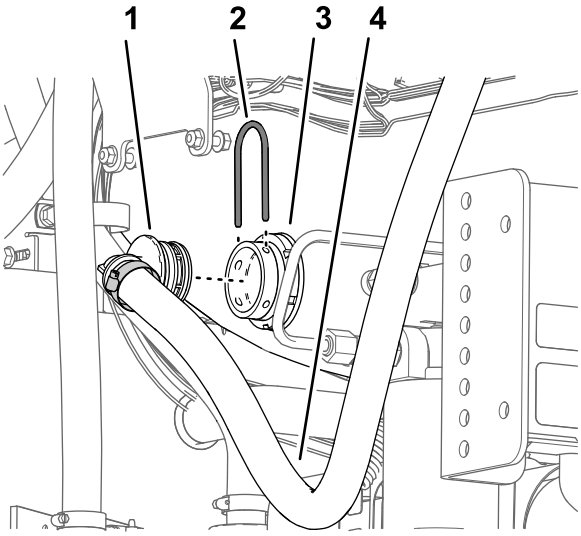

Rysunek 61
2. Zdejmuj dużą zapinkę mocującą złącze kątowe 90° z występem na dolnym końcu węża obejściowego do oprawki grodziowej na zbiorniku zraszacza (Rysunek 61).